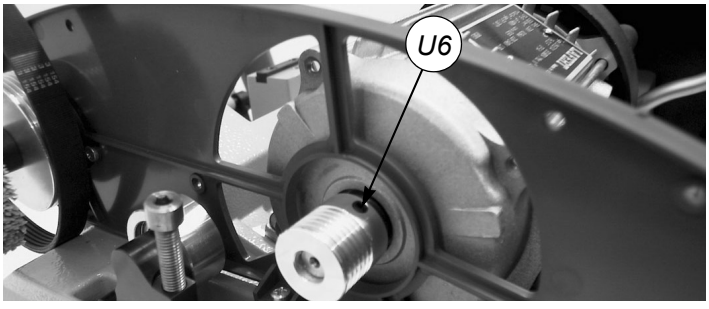

Fig. 43
10) Loosen the 4 fixing screws on the motor (fig.43) and remove, paying attention to the wire.
11) Loosen the grub screw (U6) on the motor pulley (fig.43). Remove the pulley and fit to the new motor. Secure by tightening the grub screw (U6).